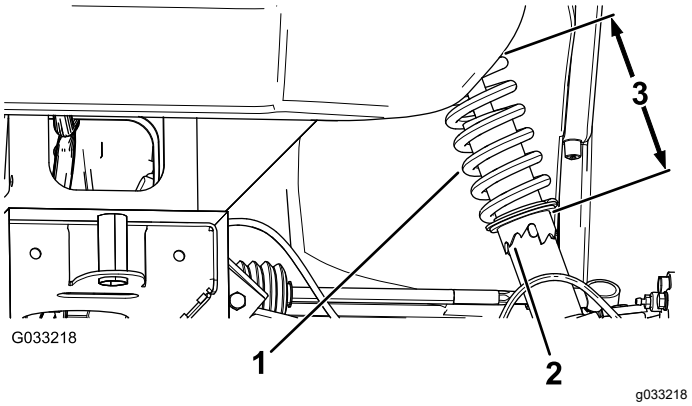

Figur 46
1. Bruk verktøyet Toro delenr. 132-5069 til å rotere kragen på støtdemperen for å endre fjæringslengden (Figur 46).